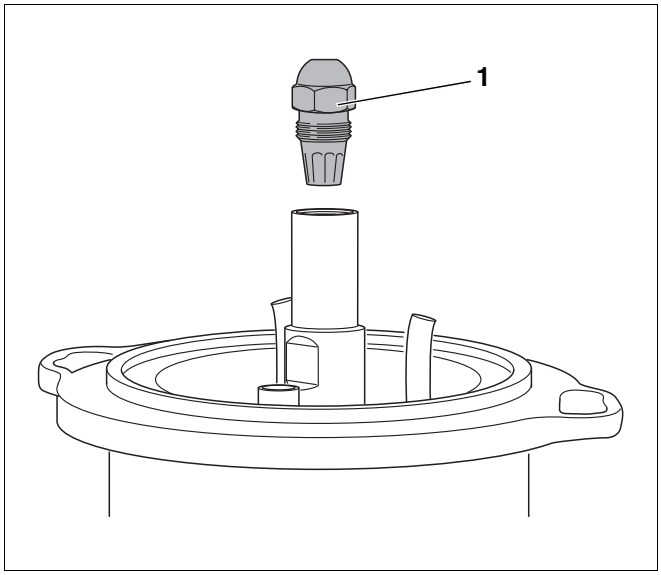

Afb. 35 Sproeier demonteren
- Draai de sproeier (afb. 35, **pos. 1**) met twee schroefsleutels SW 16 en SW 19 los en neem deze weg.
- Demonteer de sproeier (afb. 35, pagina 32).